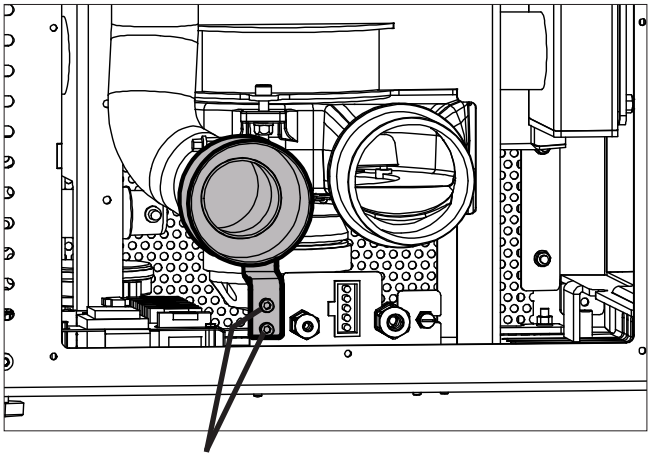

Fig.3 Schrauben Verbrennungsluftstutzen
- Verbrennungsluftstutzen abschrauben (Fig.3).